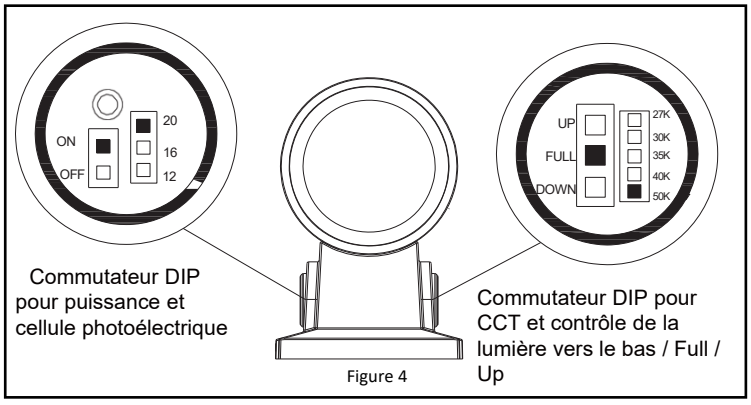

Figure 4
- Retirez le défonçage des moyeux filetés des deux côtés du luminaire. Réglez la puissance et la cellule photoélectrique sur ON/OFF d'un côté et ajustez le CCT et la direction de la lumière de l'autre côté. ***Reportez-vous à la Figure 4.***